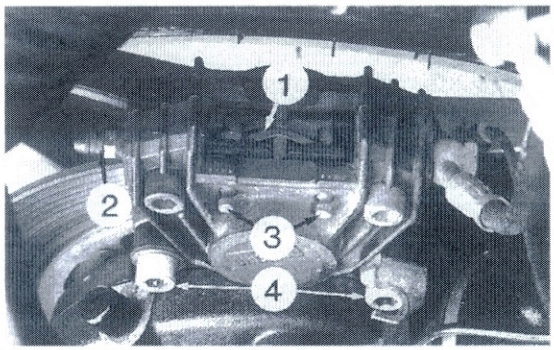

Bild 46
- Hinten: Belagstifte ③ Bild 46 mit Durchschlag von hinten (Radseite) nach aussen austreiben.